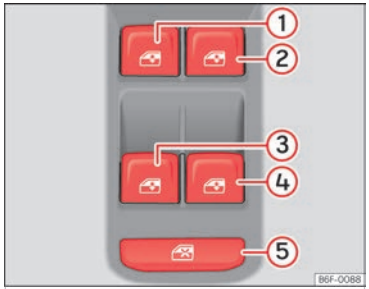

Fig. 86 Detalle de la puerta del conductor: mandos para las ventanillas.
Mediante el mando de seguridad ››› fig. 86 ⑤ de la puerta del conductor puede desactivar las teclas de los elevalunas de las puertas traseras.